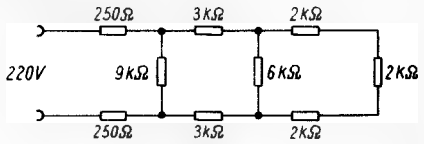

Bild 2
4. Berechnen Sie für die Widerstandsschaltung nach *Bild 2* den Gesamtwiderstand und den Gesamtstrom.